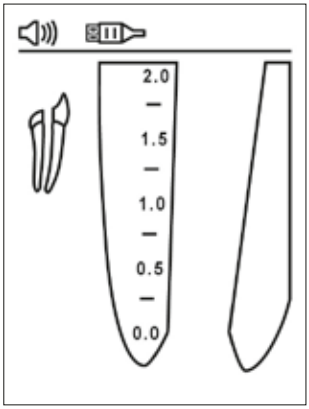

Fig. 3
6.4.2. Insira o cabo de medição no encaixe do dispositivo e certifique-se de que o ícone do cabo aparece na barra de estado (Fig. 3).